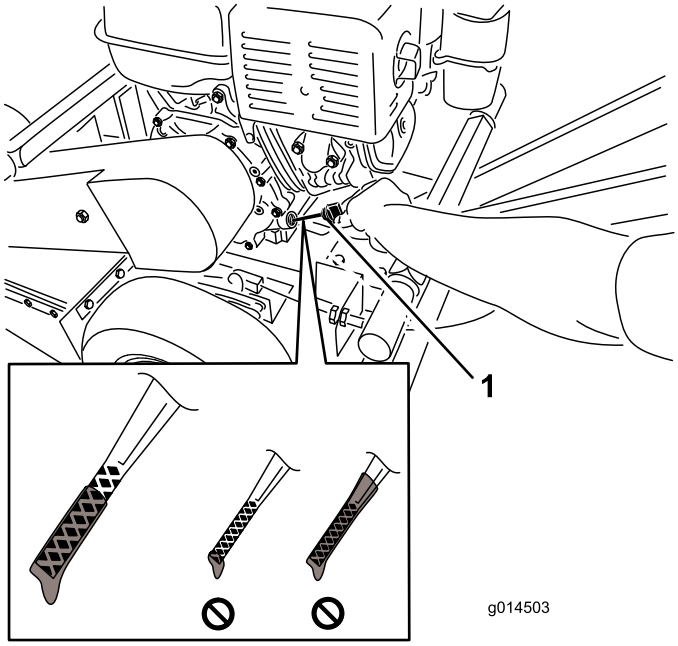

Figura 10
6. Retire la varilla e inspeccione el extremo; el nivel de aceite debe llegar a la parte superior del límite superior (Figura 10).